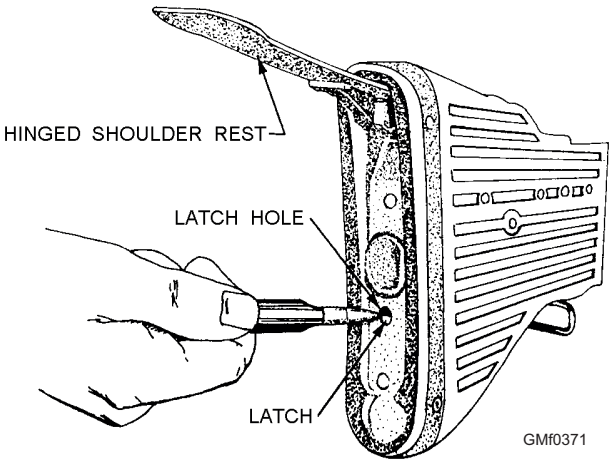

**Figure 3-71.—Releasing the stock latch.**
**REMOVING THE STOCK**.—To remove the stock, raise the hinged shoulder rest and insert the nose of a driftpin into the latch hole as shown in figure 3-71. With the latch depressed, remove the stock by pulling it directly to the rear.